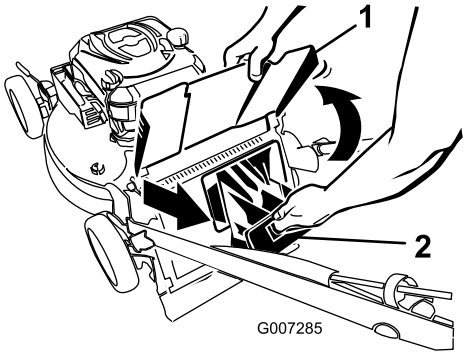

Figuur 23
2. Zet de grasgeleider omhoog en houd deze in deze positie (Figuur 23).
3. Verwijder de afsluiter van het achteruitwerpkanaal (Figuur 23).